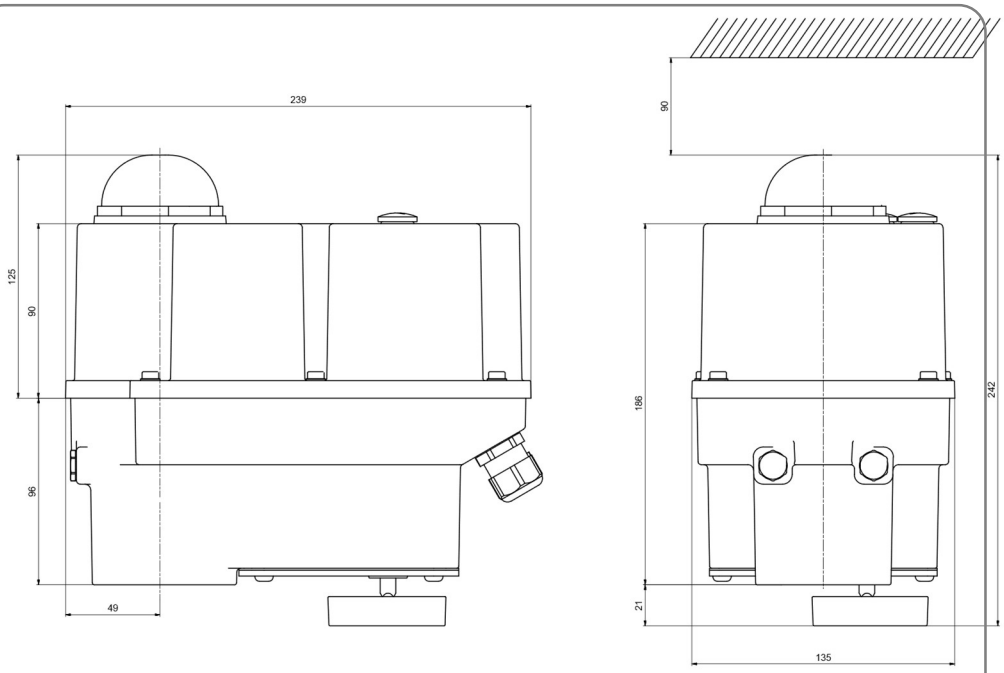

Abbildung 1: Einbaumaße und Freiraum zum Abnehmen der Haube
- Die Antriebe müssen mit ausreichendem Freiraum zum Abnehmen der Haube eingebaut werden (Abbildung 1).